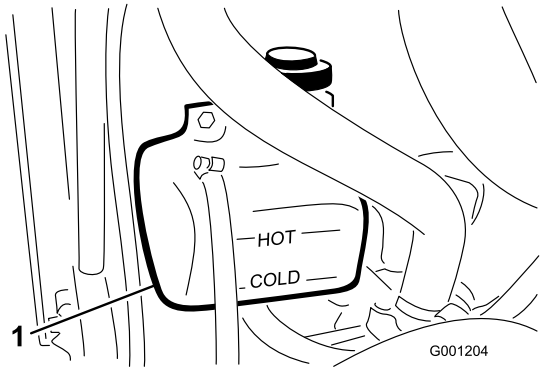

Figur 73
1. Kontrollera kylvätskenivån i expansionstanken (Figur 73).